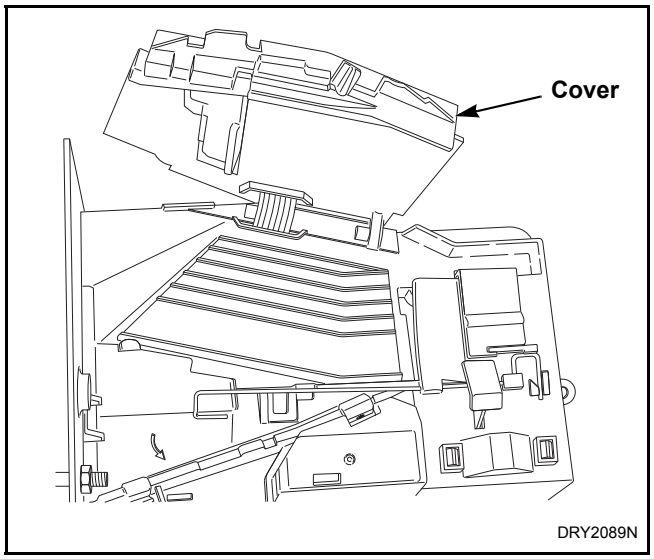

Figure 18
d. Open cover for coin drop. Refer to *Figure 18*.